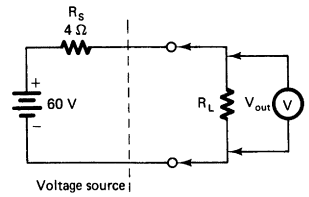

FIGURE 3-57
108. Find the values of load current (I_L), voltage output (V_{out}), and power output (P_{out}) for the circuit in Fig. 3-57 using load resistance values of 0, 1, 2, 3, 4, 5, 6, 7, and 8 Ω.
109. Draw a power-transfer curve using the values obtained for Fig. 3-57. Plot power output (W) on the vertical axis and load resistance (R_L) on the horizontal axis.
110. Find the values of V_{out} and P_{out} for the circuit in Fig. 3-57 if the value of input voltage is changed to 20 V, and R_S is changed to 3 Ω. Use the same R_L values as in the preceding problem.